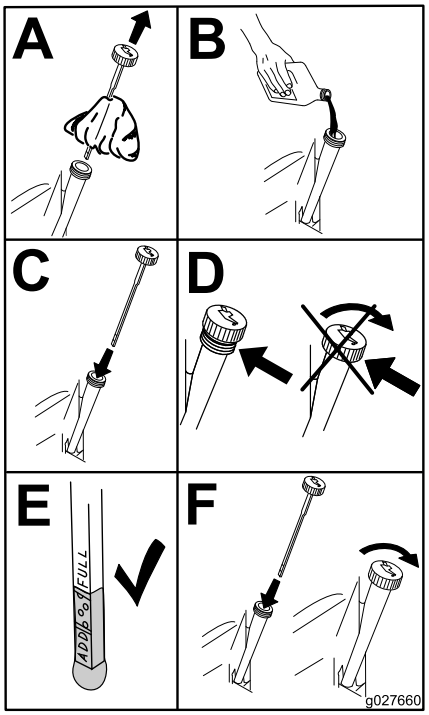

Figur 55
5. Slå langsomt cirka 80 % av den spesifiserte oljen ned i påfyllingsrøret, og tilfør sakte resten av oljen til den når **Full**-merket (Figur 55).